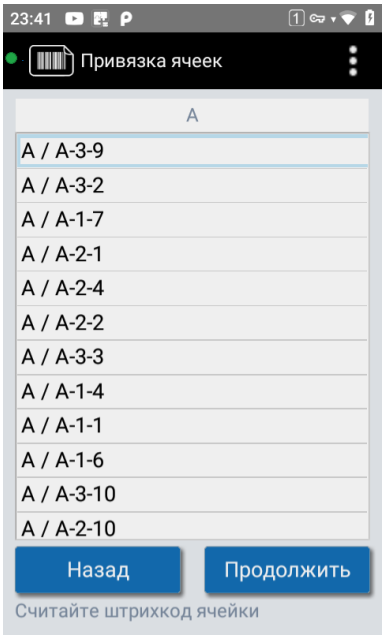

Рисунок 89. Разметка мест хранения
2. Считывайте ШК ячеек, которые нужно привязать к стеллажу (см. Рисунок 89).